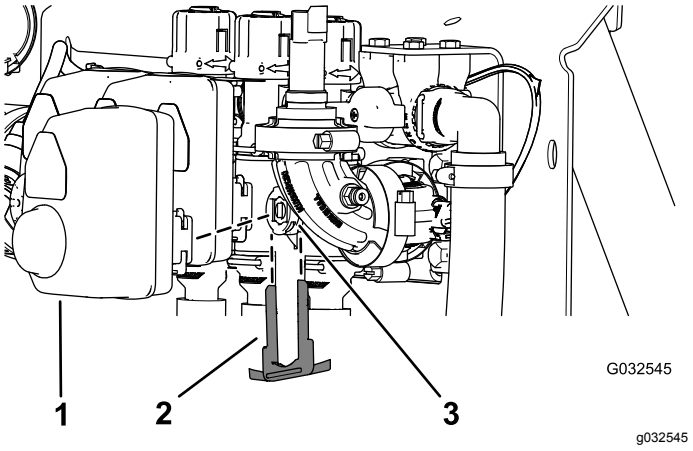

Figur 105
2. Fjern den holder, der fastgør aktuatoren til sektionsventilens manifoldventil eller omrøringsventilen (Figur 105).